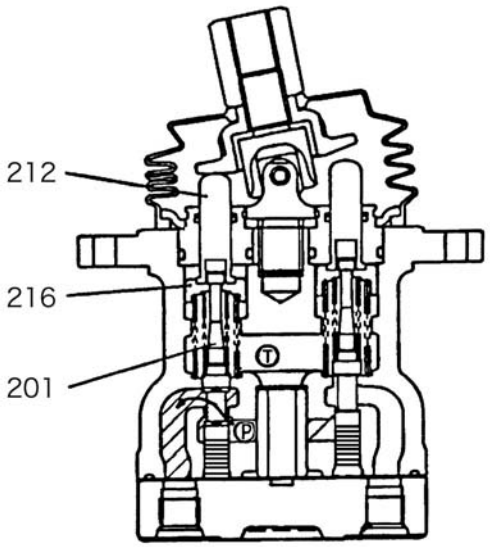

Figure 3. When the handle is inclined
(2) When the handle is inclined (see Fig. 3)